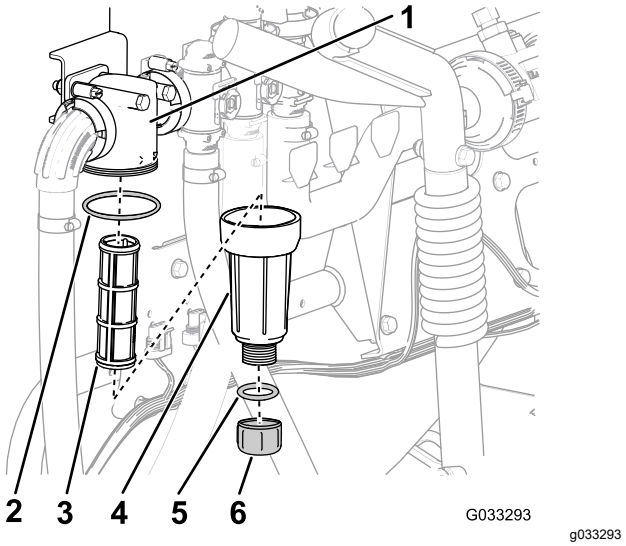

Figuur 30
2. Plaats een opvangbak onder het drukfilter (Figuur 30).
3. Draai de aftapdop linksom en neem ze van de bak van het drukfilter (Figuur 30).
4. Draai de bak linksom en verwijder de filterkop (Figuur 30).
5. Verwijder het drukfilterelement (Figuur 30).
7. Controleer de pakking voor de aftapplug (in de bak) en de pakking voor de bak (in de filterkop) op schade en slijtage (Figuur 30).
8. Monteer het drukfilterelement in de filterkop (Figuur 30).
9. Maak de bak handmatig vast op de filterkop (Figuur 30).
10. Monteer de aftapdop op de fitting onderaan de bak en draai de dop handmatig vast (Figuur 30).